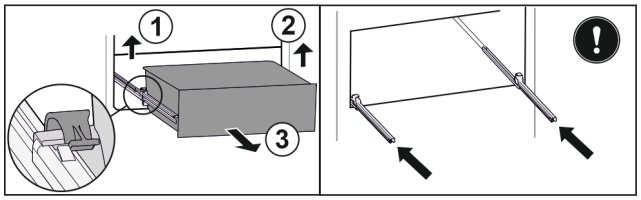

Fig. 159
▶ Lift left clamp and simultaneously pull drawer forwards on the left. *Fig. 159 (1)*
▶ Lift right clamp and simultaneously pull drawer forwards on the right. *Fig. 159 (2)*
▶ Remove drawer to the front. *Fig. 159 (3)*